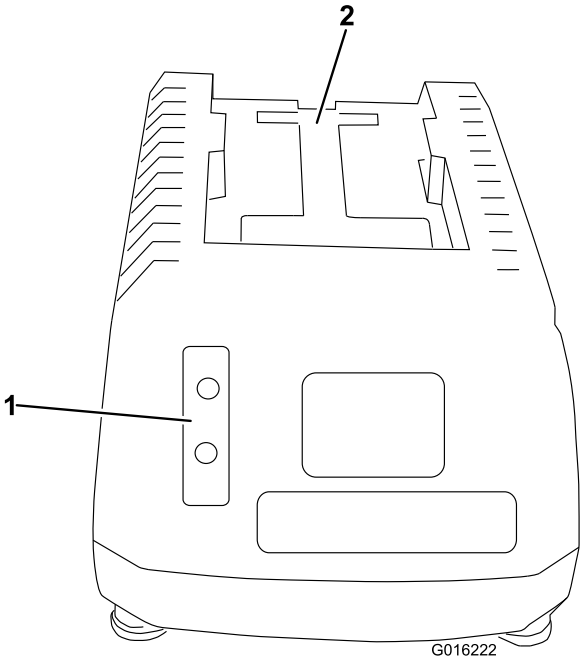
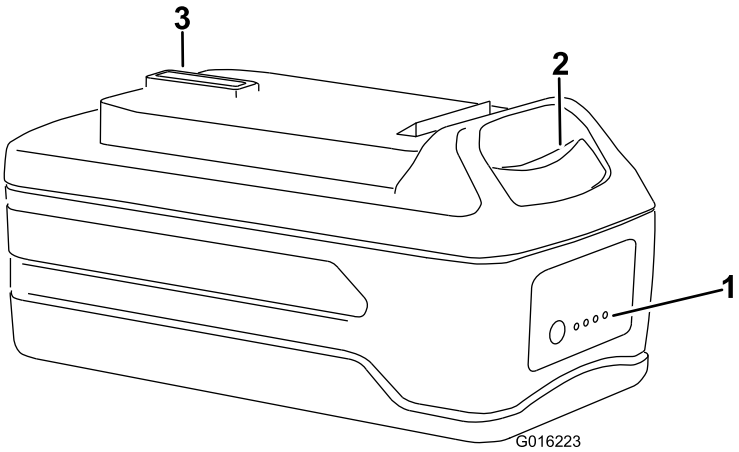

Figure 7
Figure 8
1. Retournez la batterie et placez la borne en face de la fente du chargeur (Figure 7 et Figure 8).